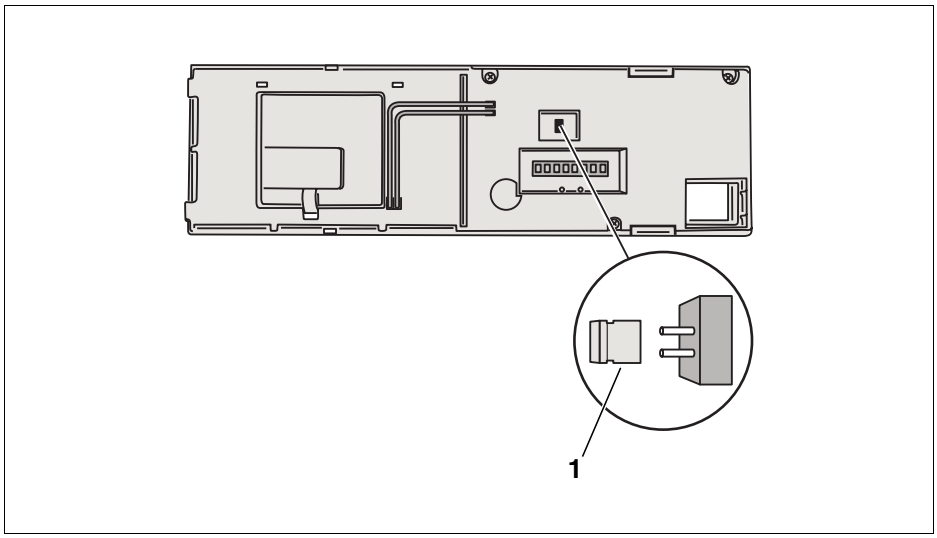

Rys. 39 Tylna ścianka sterownika bazowego Logamatic BC10
W celu ograniczenia mocy grzewczej kotła należy wyjąć zworkę (jumper) znajdującą się na tylnej ściance sterownika bazowego Logamatic BC10 (rys. 39, strona 60).
- Usunąć zworkę (rys. 39, **poz. 1**) znajdującą się na tylnej ściance sterownika bazowego Logamatic BC10. Jeżeli kocioł grzewczy przezbrajany jest na gaz płynny, należy w pierwszej kolejności skontrolować proporcję gaz-powietrze.